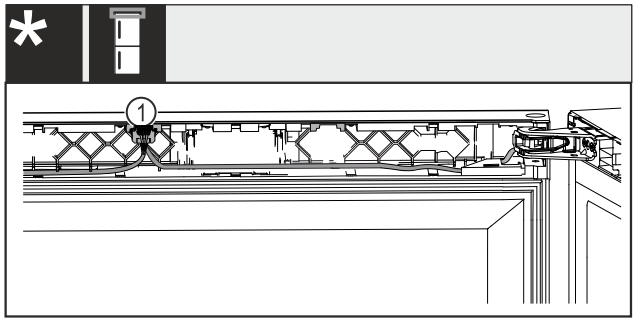

*Fig. 64 Combine frigorifice pentru vin**
▶ Fixați în poziție fișa *Fig. 64 (1)* în ghidaj.*